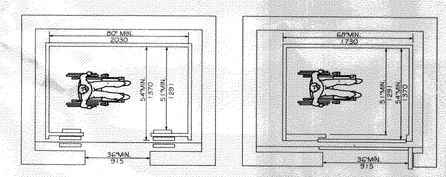

FIG. 22
4.10.9 FLOOR PLAN OF ELEVATOR CARS. THE FLOOR AREA OF ELEVATOR CARS SHALL PROVIDE SPACE FOR WHEELCHAIR USERS TO ENTER THE CAR, MANEUVER WITHIN REACH OF CONTROLS, AND EXIT FROM THE CAR. ACCEPTABLE DOOR OPENING AND INSIDE DIMENSIONS SHALL BE AS SHOWN IN FIG. 22. THE CLEARANCE BETWEEN THE CAR PLATFORM SILL AND THE EDGE OF ANY HOISTWAY LANDING SHALL BE NO GREATER THAN 1-1/4" (32mm).